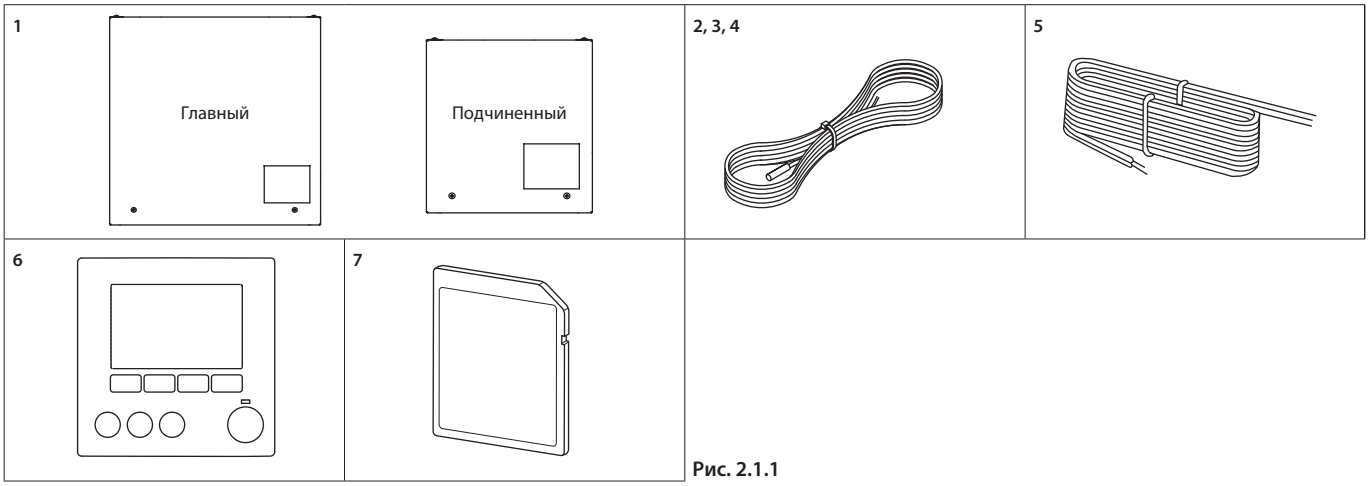

Рис. 2.1.1
2.1 Проверка компонентов (Рис. 2.1.1)